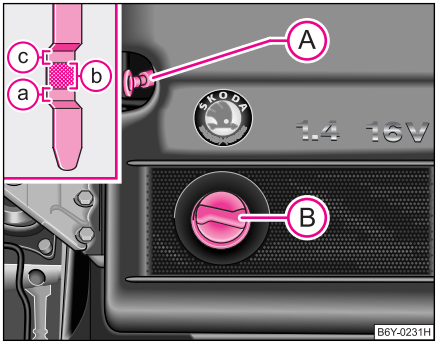
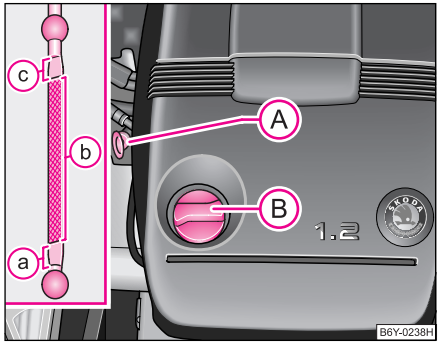

Fig. 138 Joja motorului 1,4 l/74 kW
Fig. 139 Joja motorului 1,2 l/40 kW
În imagine este ilustrată numai o parte a motorului 1,4 l/74 kW ⇒ pagina 185, fig. 138 şi 1,2 l/40 kW ⇒ pagina 185, fig. 139.
– Deşurubaţi capacul gurii de umplere (B) ⇒ pagina 185, fig. 139.